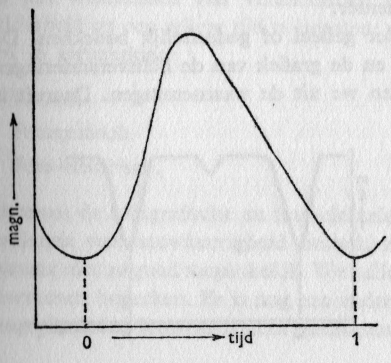

Fig. 101
A. Er is een aantal sterren, waarvan de lichtwisseling zeer regelmatig verloopt. Hun lichtsterkte neemt snel toe tot een maximum om vervolgens in langzaam tempo af te nemen tot een minimum. De ster δ Cepheï is er een voorbeeld van; zijn helderheid wisselt tussen 3,8 mag en 4,6 mag, terwijl een gehele lichtwisseling plaats vindt in 5,37 dagen. We zeggen dan, dat de periode 5,37 dagen is (zie fig. 101). In 1912 ontdekte Miss Leavitt van de Harvardsterrenwacht bij een studie van veranderlijken in de kleine sterrenwolk van Magelhaes, dat er een verband bestaat tussen de helderheid van de ster en zijn periode.